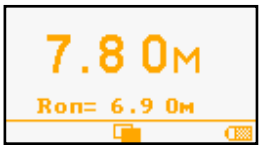

Рисунок 91 – Результат измерения сопротивления с учетом компенсации
6.8.8.3 Существует возможность компенсации сопротивления измерительных проводов или проверяемой схемы измерительных проводов (не более 100 Ом). Для этого необходимо перед измерением сопротивления закоротить измеряемые провода и нажать клавишу «Enter». После этого произойдет автоматический переход на вторую страницу подменю и на экране появится строка «Rоп= … Ом», отображающую величину опорного сопротивления, вычитаемого при измерении сопротивления (рисунок 91).